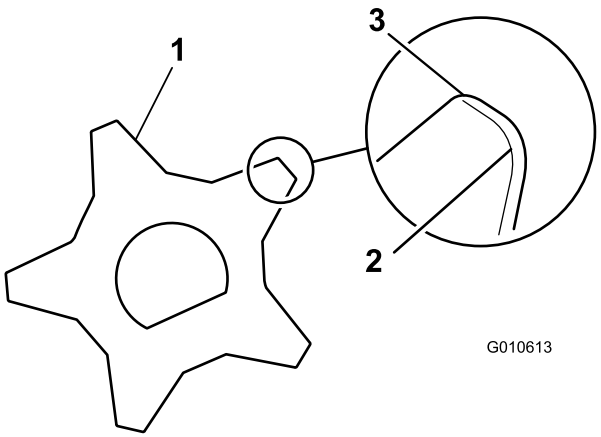

Figura 37
13. Monte o eixo pela ordem inversa para que a extremidade mais afiada da lâmina fique para a frente (Figura 37).